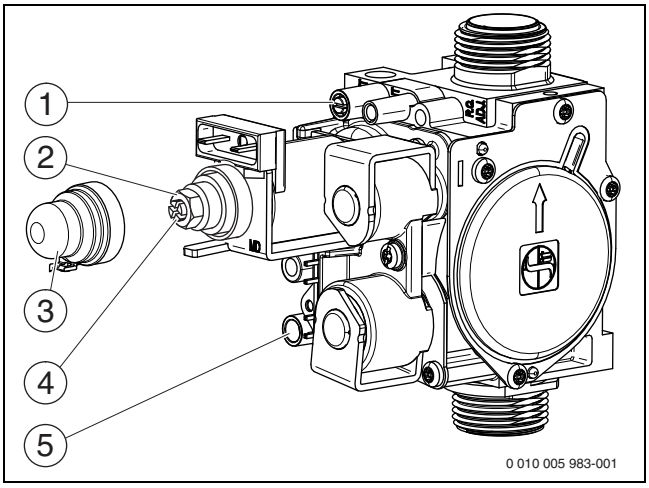

Рис. 32 Газовая арматура
- Отверните уплотнительный винт штуцера измерения давления на форсунках (рис. 32, [1]) и подсоедините U-образный манометр.
- Снимите крышку (рис. 32, [3]).
- Значение «max» давления (мбар) на форсунках приведено в таб. на стр. 47. Установите давление на форсунках регулировочным винтом максимального расхода газа (рис. 32, [2]). Поворот направо - больше газа, поворот налево - меньше газа.
- Значение «min» давления (мбар) на форсунках приведено в таб. на стр. 47. Установите давление на форсунках регулировочным винтом минимального расхода газа (рис. 32, [4]).
- Выключите котёл и закройте газовый кран, отсоедините U-образный манометр и заверните уплотнительный винт (рис. 32, [1]).
- Отверните уплотнительный винт на штуцере измерения подаваемого давления газа (рис. 32, [5]) и подсоедините манометр.
- Установите и опломбируйте крышку (рис. 32, [3]).